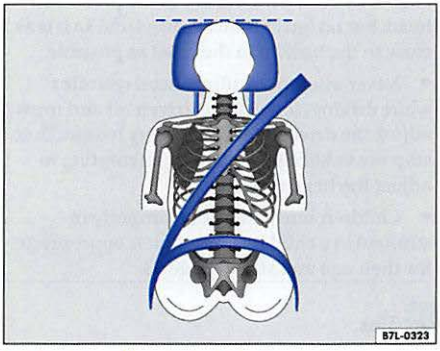
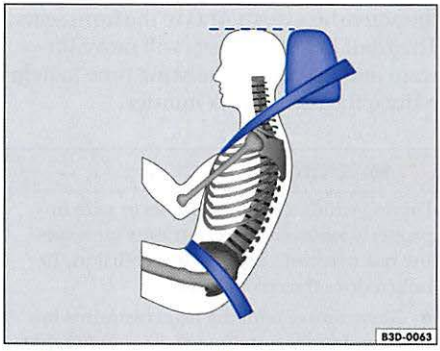

Fig. 3 Correctly adjusted head restraint viewed from the front
Fig. 4 Correctly adjusted head restraint viewed from the side
– Adjust the head restraint so that the upper edge of the restraint is level with the top of your head, but no lower than eye level and so it is as close to the back of your head as possible ⇒ fig. 3 and ⇒ fig. 4.